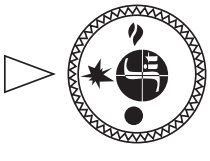

Рис. 9.
7.3. Для розжига пилотной горелки ручка управления переводится в положение **«искра»** (рис. 9).
7.5. **Выключение аппарата** производится путем поворота ручки в положение **«точка»** (рис. 9). При этом пилотная и основные горелки (если горят) погаснут.